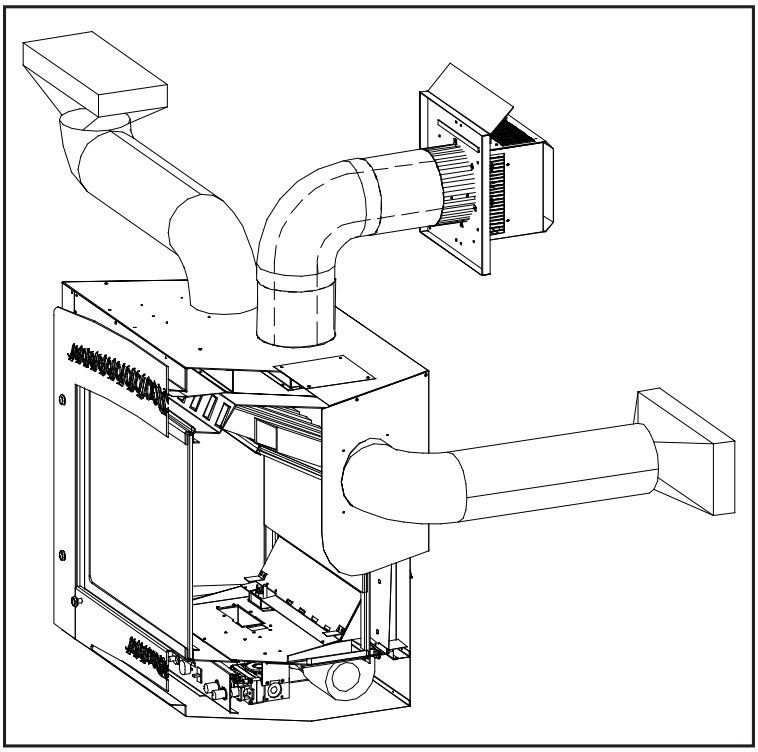

Figure 35. Heat Dumping Options.
The option of ducting allows heat from the fireplace to be transferred to a different area. The maximum total length for the ducting is 20 feet (6.1 m). There are four (4) duct outlets that can be used (see Figure 35), however, the blower puts out 200 cfm no matter how many ducts are used. Therefore, the more ducts there are, the less air goes through each one. A short, straight duct maximizes its heating ability as air in the ducts is restricted by the length and number of bends in the pipe.